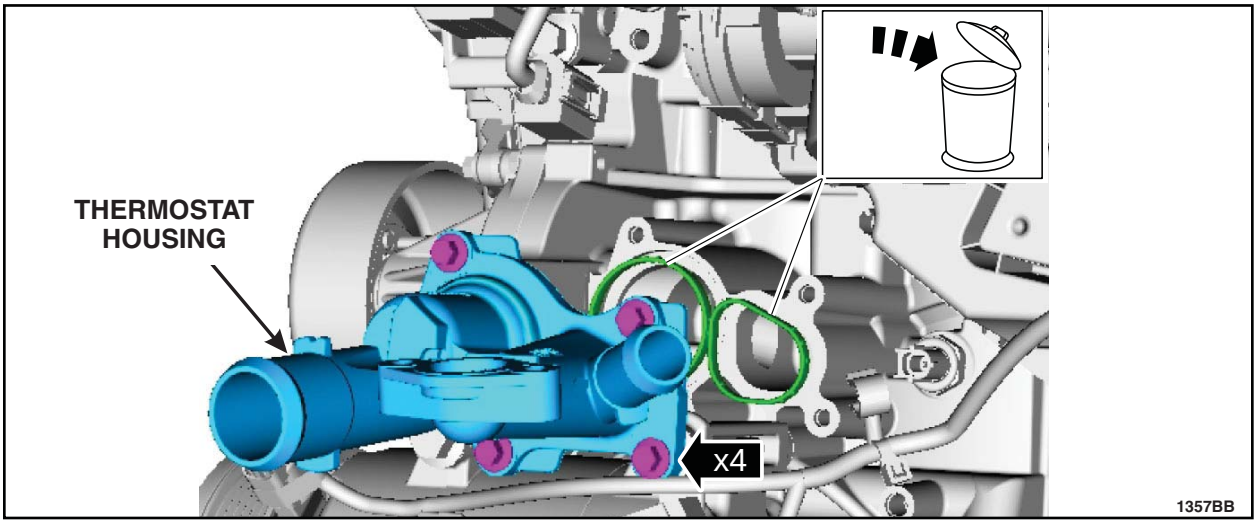

FIGURE H1
2. Remove the four bolts and position the thermostat housing aside to access to the thermostat. See Figure H1.
6. Install *new* thermostat housing gaskets and position the thermostat housing onto the engine. Install the four bolts. See Figure H1.